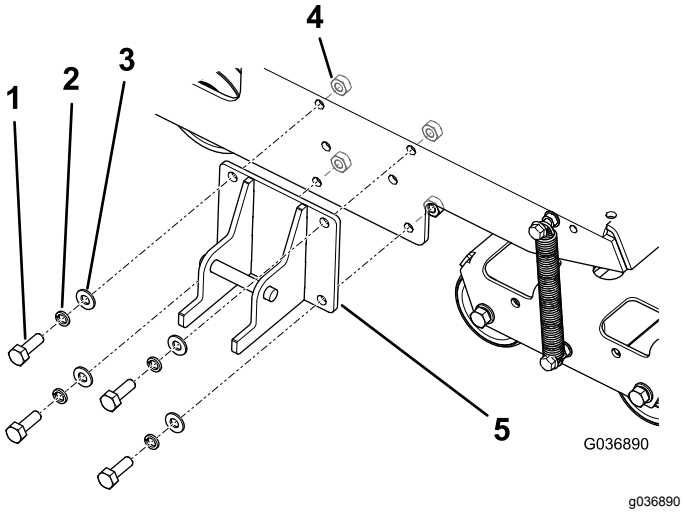

**Figuur 4**
1. Monteer de vergrendelbeugel op het machineframe zoals getoond in Figuur 4.